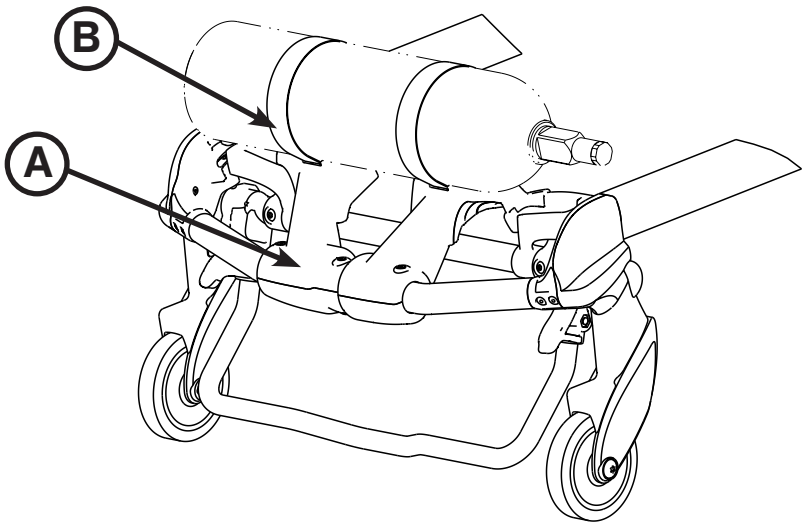

Figur 65
1. Centrera syrgastuben på formade ytan på föremål (A), såsom visas i Figur 65.
2. Spänn åt båda bältena (B) runt syrgastuben.